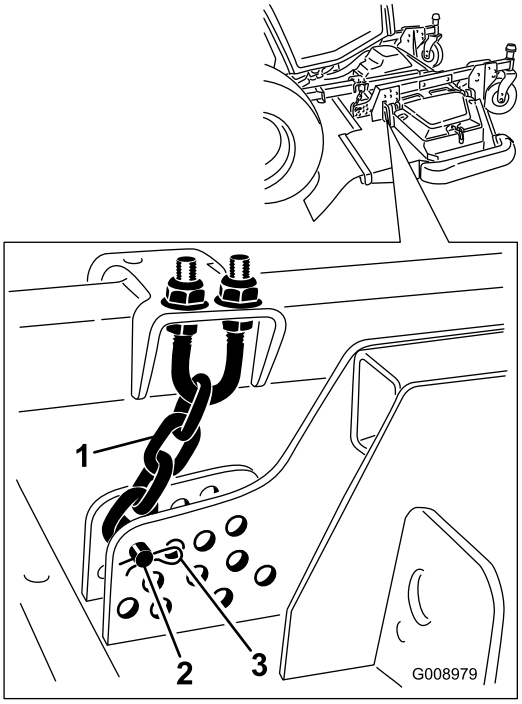

Figur 18
9. Fjern hårnålssplinten og ringstiften som fester klippehøydekjedene til bakre del av klippeenheten (Figur 18).